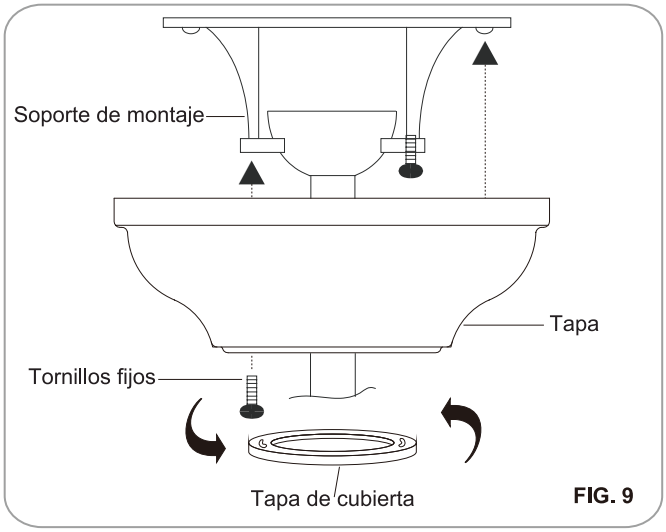

FIG. 9
Paso 2. Levante la tapa con mucho cuidado al soporte de montaje, y comprueba que el tornillo afiojado haya insertado en el agujero de la llave en la tapa. Gire la tapa en sentido horario. (Fig. 9)
Paso 3. Fije la tapa (C) por reemplazando el tornillo previamente quitado y apretando el tornillo previamente afiojado. (Fig. 9)
Paso 4. Coloque la cubierta de tapa en la misma y gire la cubierta de tapa en el sentido de la aguja del reloj hasta que él bloquée en su posición. (Fig. 9)